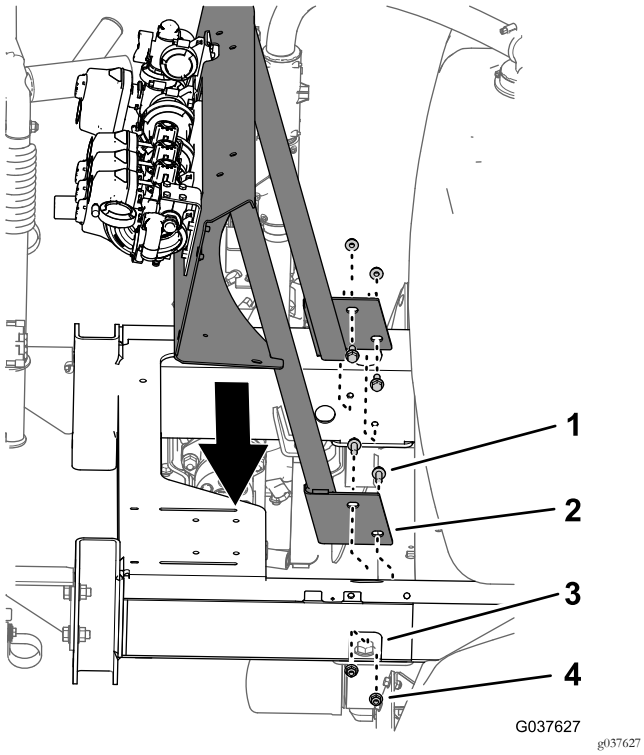

Figuur 50
1. Lijn de gaten in de klepbevestiging uit met de openingen in het frame van de machine (Figuur 50).
2. Monteer de klepbevestiging op het frame (Figuur 50); gebruik hierbij de 4 flenskopbouten (⅜ x 1") en 4 flensborgmoeren (⅜") die u verwijderd hebt in De klepsteun verwijderen (bladz. 20).